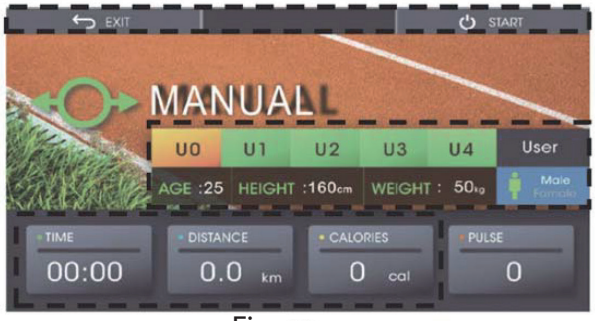
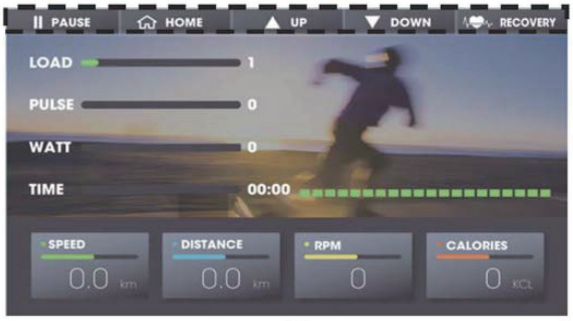

Fig. 13
Fig. 14
(1) Press MANUAL in the main menu to open the manual program.
(2) Choose a user („U0~U4“). The respective user data will be displayed. (U0 is the guest users' profile, training data is not saved here).
(3) Enter your AGE, HEIGHT, WEIGHT and SEX. Press on „USER“ to enter a name.
(4) Set a desired value for TIME, DISTANCE and CALORIES (fig. 13).
(5) Press the EXIT button to return to the starting page.
(6) If you do not enter a value for either TIME, DISTANCE or CALORIES, the console will count up (fig. 14).